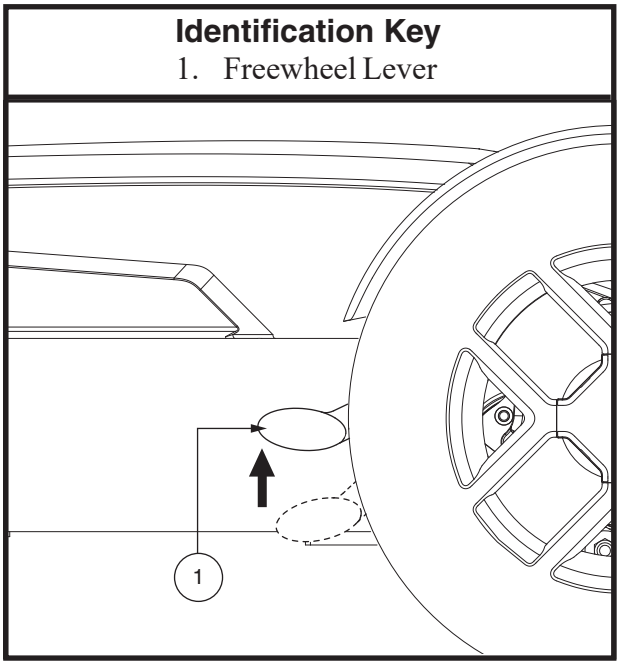

Figure 5. Drive Mode (Drive Engaged)
2. Pull both levers upward to engage the drive motors (drive mode). **See figure 5.**
2. Ensure the power chair is in drive mode. **See figure 5.**